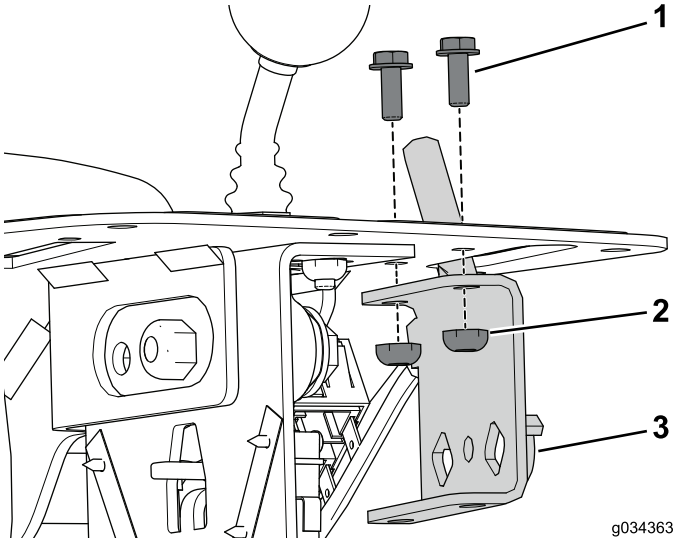

Figuur 3
2. Verwijder de 2 bouten en borgmoeren waarmee de gasinrichting aan de bedieningseenheid is bevestigd en gooi de bouten en moeren weg (Figuur 3).